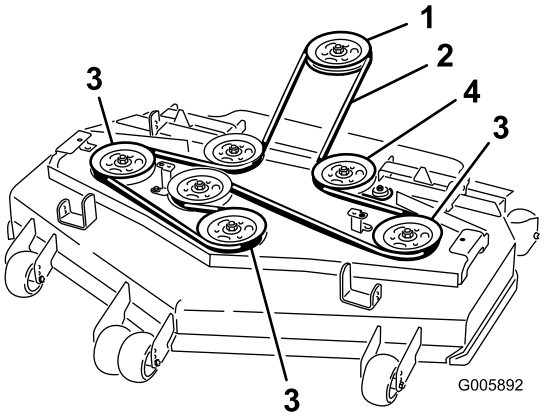

Figur 58
6. Montera den nya remmen på remskivorna (Figur 58).